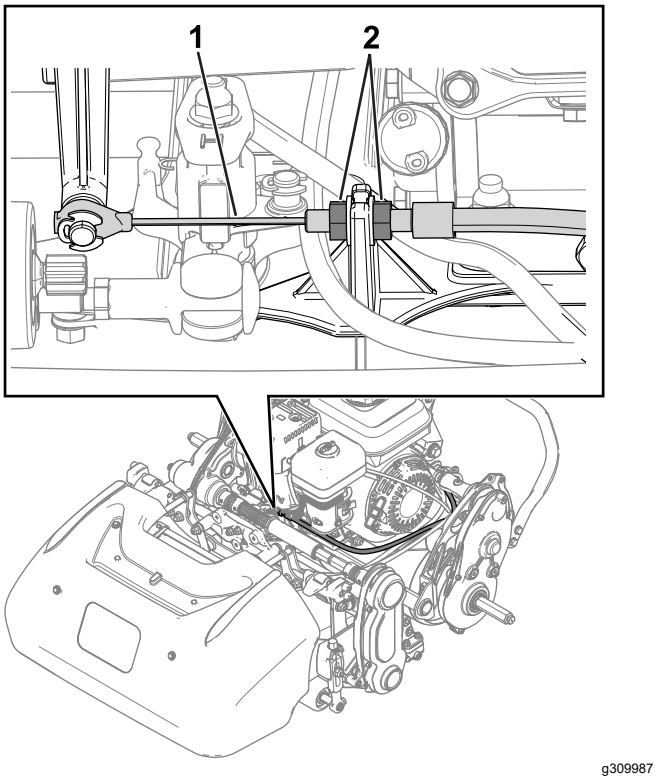
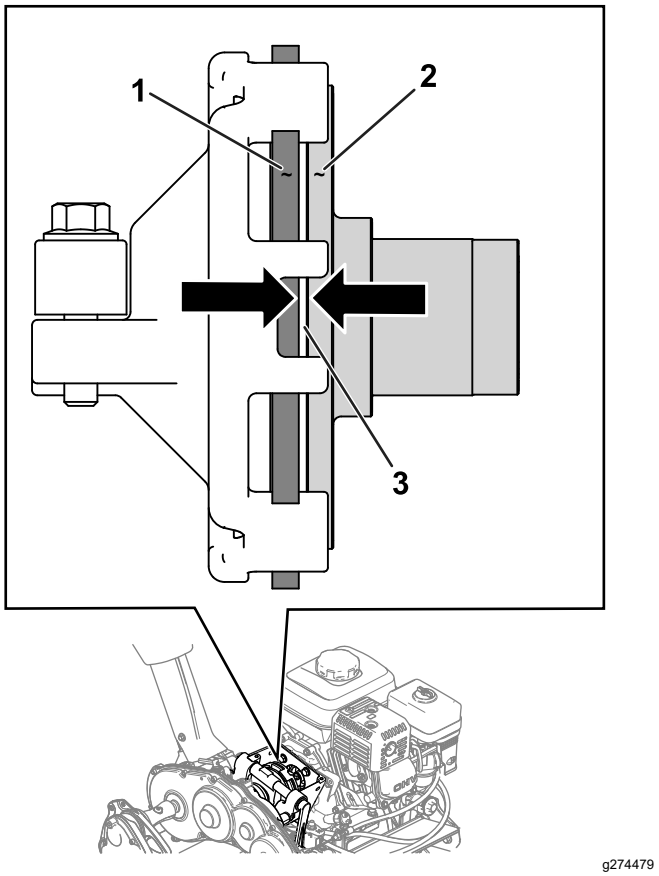

Figuur 30
Figuur 31
2. Maak de contramoeren los en stel de tractiekabel in zodat er een speling van 1,1 mm is tussen de frictieschijf en de drukplaat (Figuur 30 en Figuur 31).